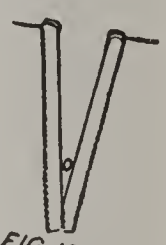
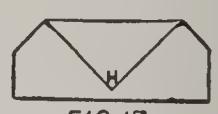
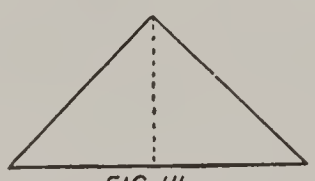
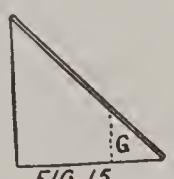

FIG. 12
FIG. 17
FIG 14
FIG. 15
Sew strip on right side then hem down, Fig. 12. For gussets cut a square into two triangles, Fig. 14, then, Fig. 15, cut off the two corners G. This gives you Fig. 16. Fold on dotted line and gusset is ready to use, Fig. 17. Fit point H of the gusset, Fig. 17 in the opening (O) of the placket, Fig. 12. Sew the point in on right side with over-and-over stitch. Dotted line, Fig. 18, shows the right side of gusset. The remaining part is folded over on the wrong side and hemmed down, Fig. 18. Gather the top of the bloomers, stroke gathers and pin the center of each to the center of a band; also pin each gathered end to the band, Fig. 19. Baste the band in place and stitch the bloomers to the band; then fold the band over, turn in and overhand the ends, and hem the band down on wrong side of bloomers, Fig. 20. Run elastic in the bottom hem of each leg of the bloomers and fasten the plackets with buttons and buttonholes.